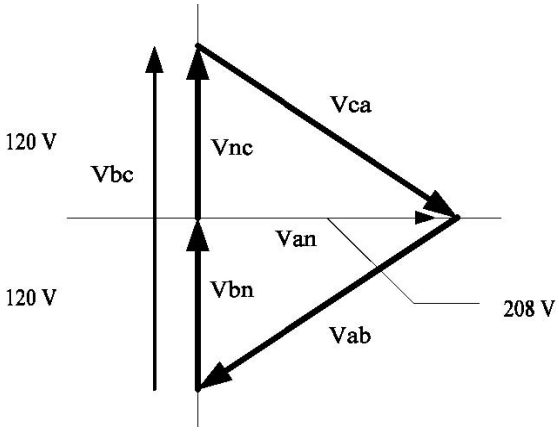

图 1.5：三相四线三角形接法的电压相位图
- 还有一种常用的三角形接法是 4 线的接地三角形，用于负荷较轻的场合。这种接法是将一个绕组的中心点接地，在 120/240V4 线接地三角形的接法中，有 2 相的相-地电压等于 120V，而第三相的相-地电压则等于 208V。三相四线三角形接法的电压相位图见图 1.5。